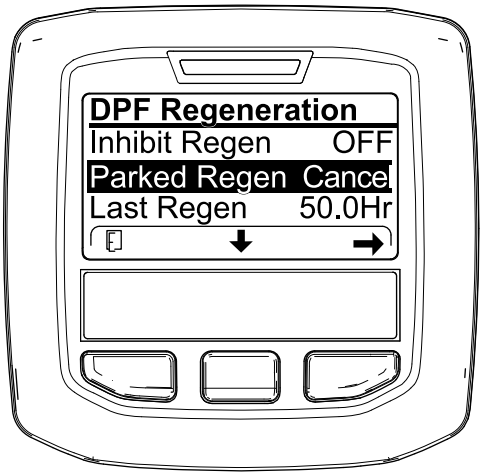
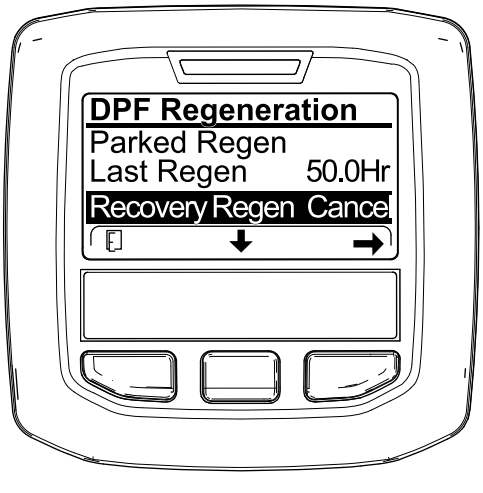

Figuur 67
Figuur 68
1. Ga naar het menu DPF Regeneration (Figuur 67).
2. Druk op de middelste knop om naar de optie PARKED REGEN CANCEL (Figuur 67) of RECOVERY REGEN CANCEL te gaan (Figuur 68).
3. Druk op de rechterknop om de optie Regen Cancel te selecteren (Figuur 67 of Figuur 68).